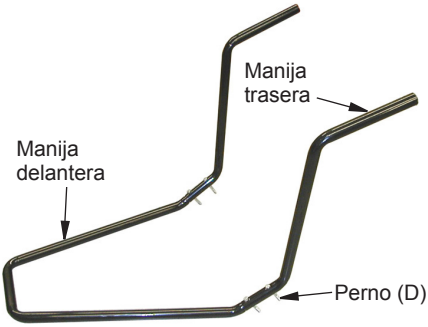

Figura 9 - Montaje de las manijas traseras y delanteras
11. Deslice las manijas traseras en cada extremo de la manija delantera. Inserte los pernos (D) en los orificios (2 por cada lado) (consulte la figura 9).